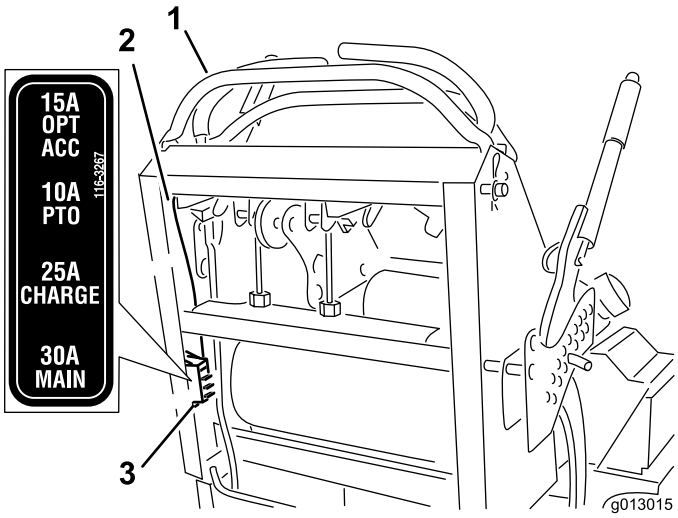

Figura 55
2. Puxe o fusível para fora para o retirar e substitua-o (Figura 55).